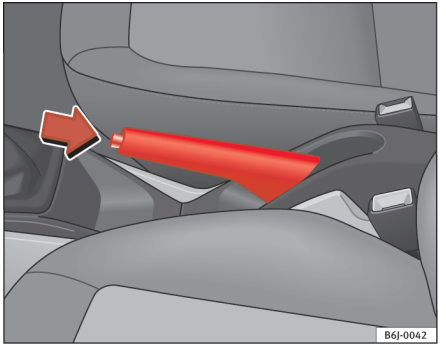

Fig. 110 Håndbremse mellem forsæderne
– Træk håndbremsearmen helt op ⇒ fig. 110.
– Træk håndbremsearmen et stykke opad, tryk låseknappen i pilens retning ⇒ fig. 110, og før håndbremsearmen helt ned⇒ ⚠.